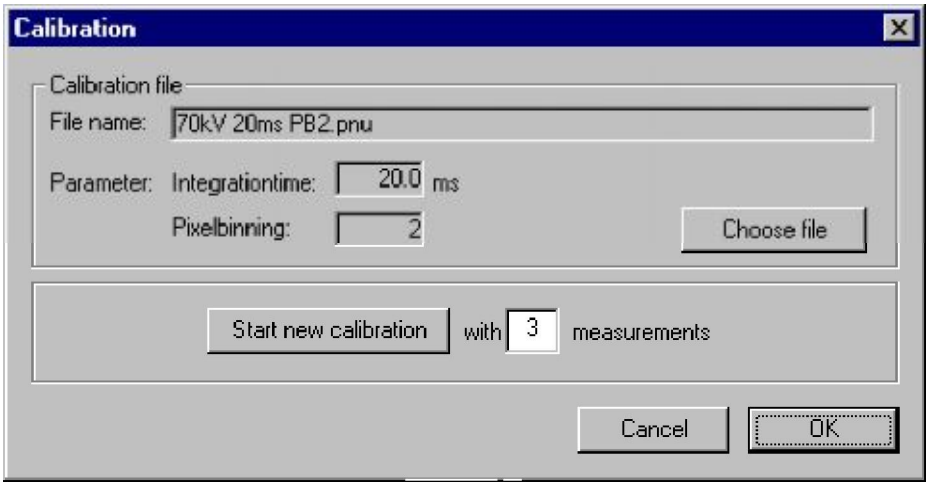

Рисунок 7
4. Что бы открыть окно калибровки камеры (см. Рисунок 7), нажмите на